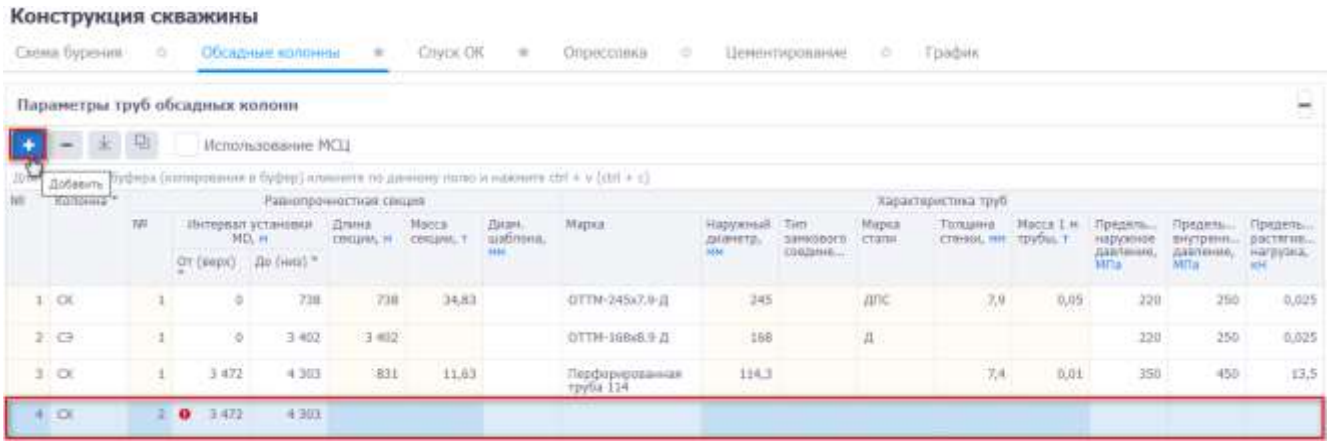

Рис. 3.132
– добавление равнопрочностной секции. При нажатии на кнопку (рис. 3.132) появляется новая строка в таблице. Заполнение данных выполняется стандартным образом: